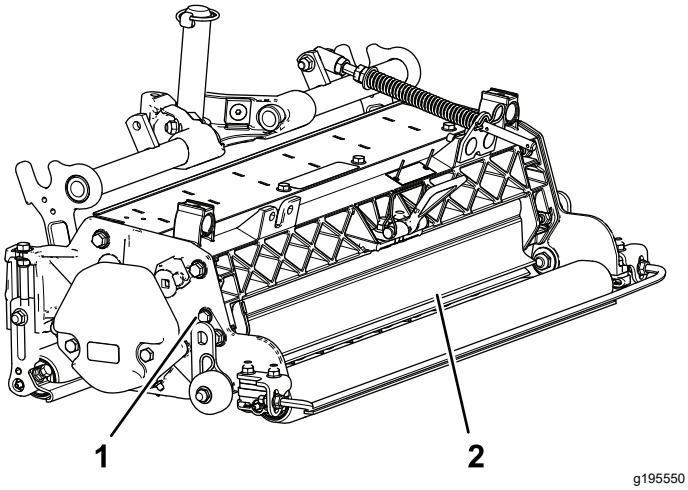

Figura 9
1. Desaperte os parafusos no apoio do resguardo de relva (Figura 9).
2. Rode o resguardo de relva para a posição pretendida e aperte os parafusos (Figura 9).